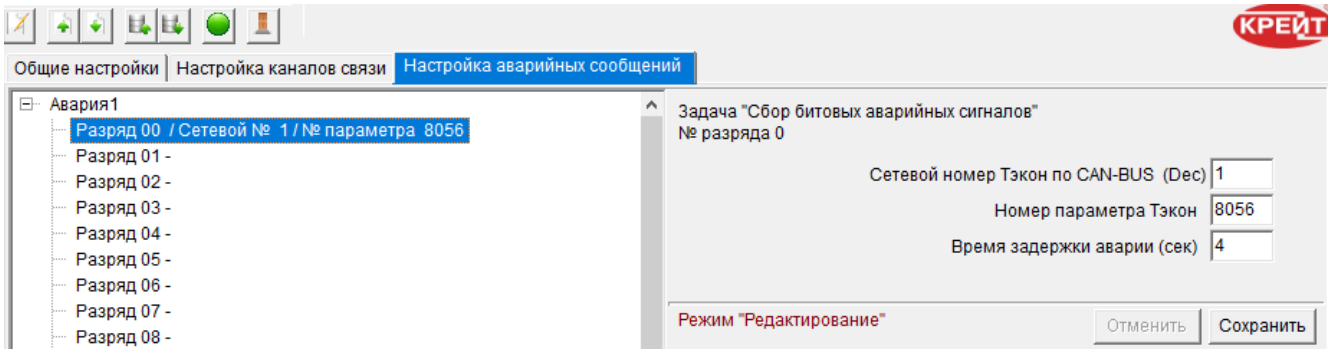

Рисунок 37 – Добавленный аварийный сигнал
3. Нажать кнопку «**Сохранить**». В списке слева появится задача с одним заполненным разрядом и несколькими свободными разрядами (см. рисунок 37).